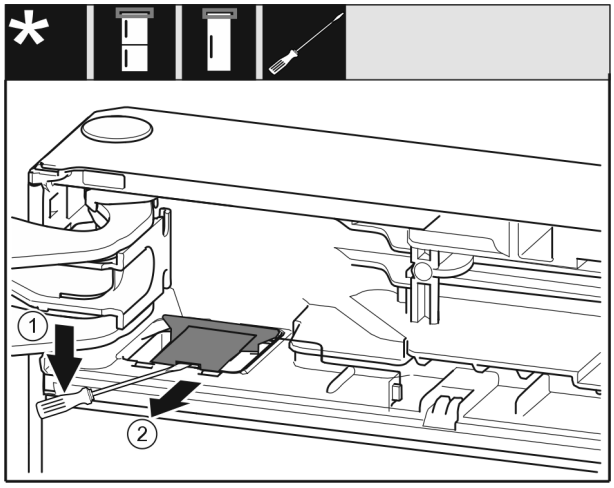

Fig. 14
▶ Mit einem Schlitzschraubendreher die Abdeckung *Fig. 14 (1)* ausrasten.
▶ Abdeckung *Fig. 14 (2)* herausnehmen.